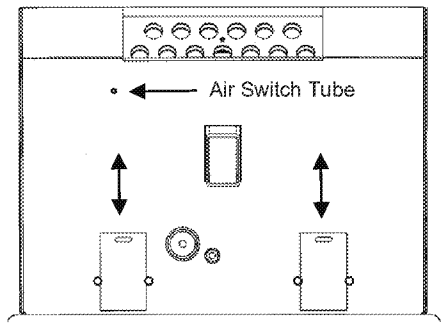

FIGURE 18
b. Interior Chambers - The two ash doors in the firebox in the Breckwell Big E can be removed for periodic cleaning (refer to Figure 18). These doors allow access to the chamber behind the firebox.